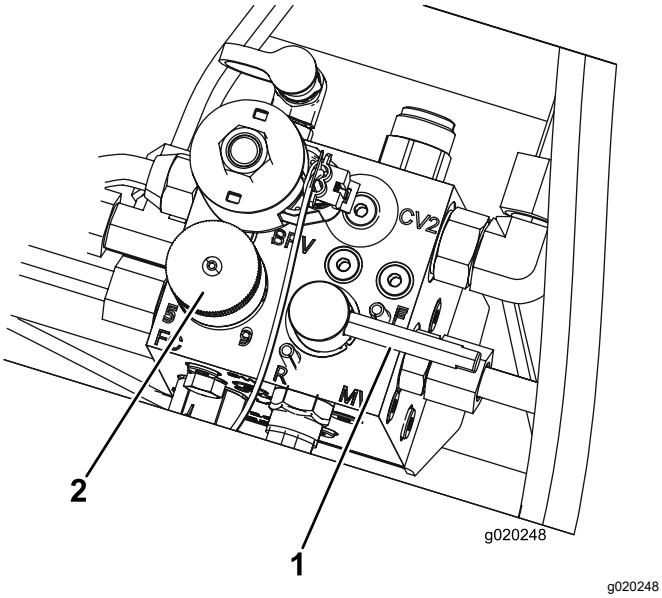

Figur 99
3. Flytta slipningsspaken till läge F (klippning) (Figur 99).